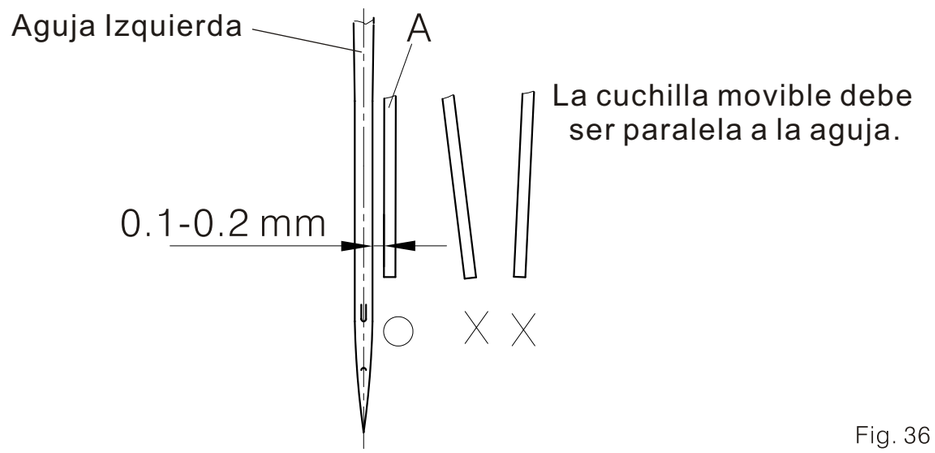

Fig. 36
3. La cuchilla movible A debe ser paralela a la aguja y mantener una distancia de 0.1-0.2 mm con la misma. (Fig. 36)